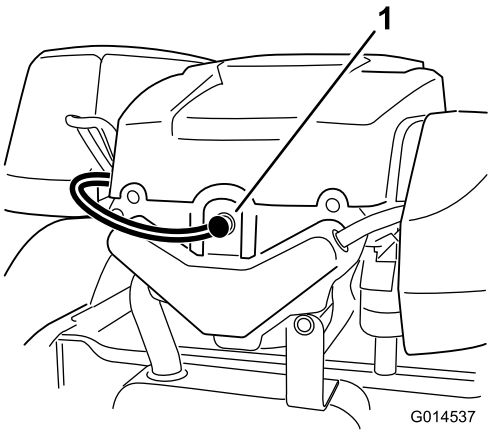

Figuur 36
2. Trek de kabel van de bougie (Figuur 36). Maak de omgeving van de bougie schoon om te voorkomen dat er vuil in de motor komt, wat beschadiging kan veroorzaken.
3. Sluit de bougiekabel aan op de bougie (Figuur 36).